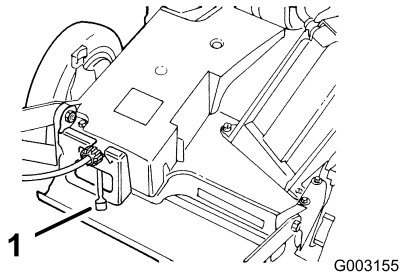

Bild 14
4. Stellen Sie den Fahrgeschwindigkeitshebel auf die Neutralstellung (N) Bild 14.
Der Rasenmäher hat drei Fahrgeschwindigkeiten. 1 ist langsam, 2 ist mittel und 3 ist schnell. Der Fahrgeschwindigkeitshebel befindet sich hinten an der Riemenabdeckung (Bild 14).